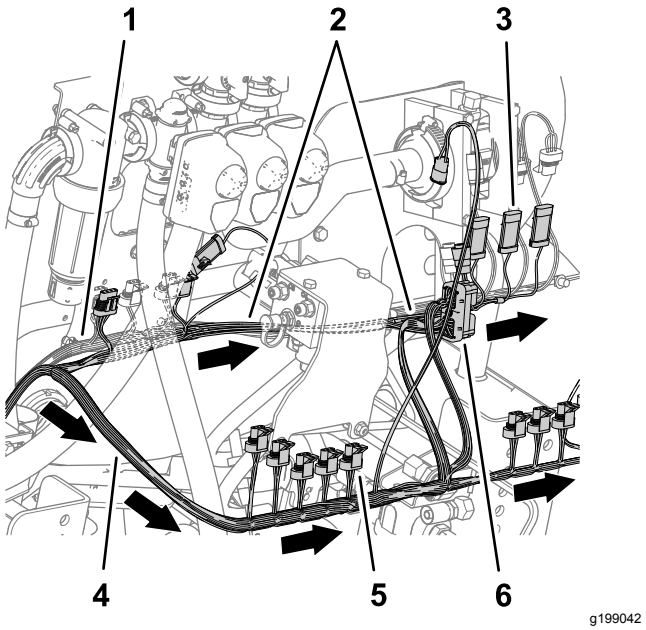

Rysunek 83
7. Z tyłu maszyny poprowadź odgałęzienie wiązki przewodów 89 cm od przedniej strony rozdzielacza podnoszenia i po prawej stronie przepływomierza, w sposób pokazany na Rysunek 83.
8. Poprowadź odgałęzienie wiązki przewodów 102 cm od tylnej strony rozdzielacza podnoszenia i w prawą stronę w sposób pokazany na Rysunek 83.